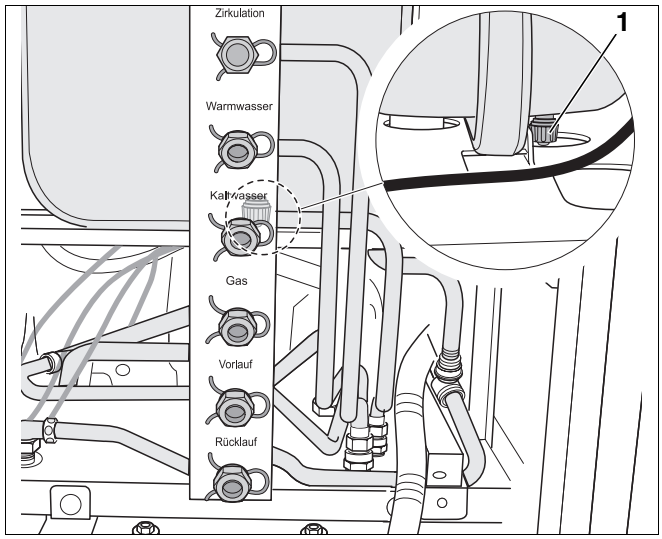

Rys. 18 Złączka kontrolna na naczyniu wzbiorczym
- Sprawdzić ciśnienie wstępne w naczyniu wzbiorczym na złączce kontrolnej (rys. 18, **poz. 1**) i w razie potrzeby skorygować. W kotle grzewczym nie może panować żadne ciśnienie.